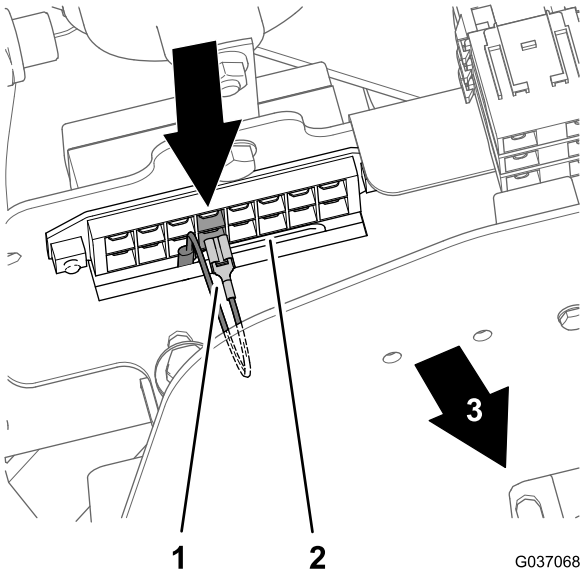

Figura 35
- Modelos 30654, 30657 y 30659 – posición del cuarto fusible desde la izquierda (Figura 35).